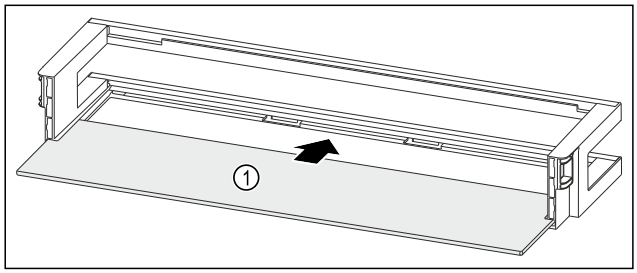

Fig. 252 Deurrek met draagplateau
- ▶ Draagplateau *Fig. 252 (1)* in de zijdelingse uitsparingen schuiven.